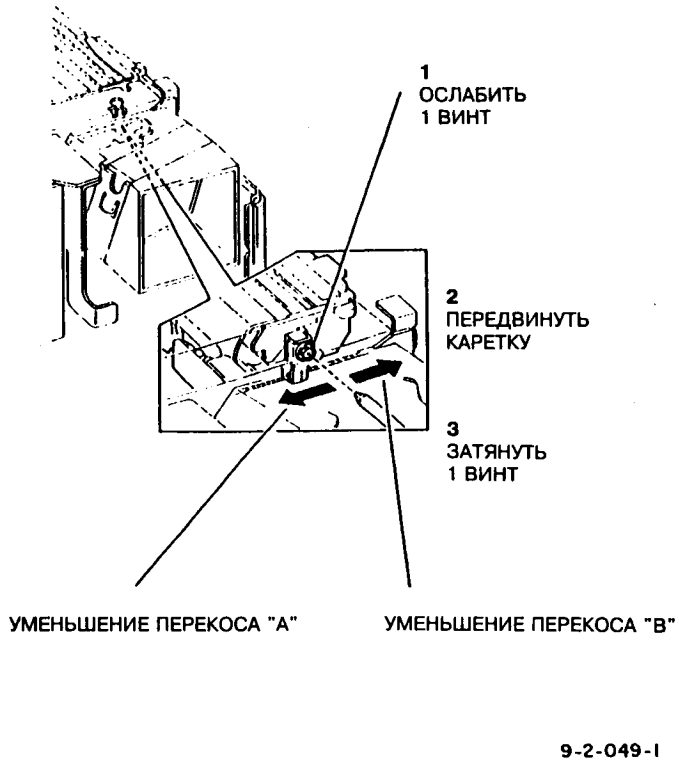

Рис.2 Регулировка отклонения каретки полного хода
2. (Рис.2) Передвинуть каретку полного хода в соответствии с направлением перекоса.